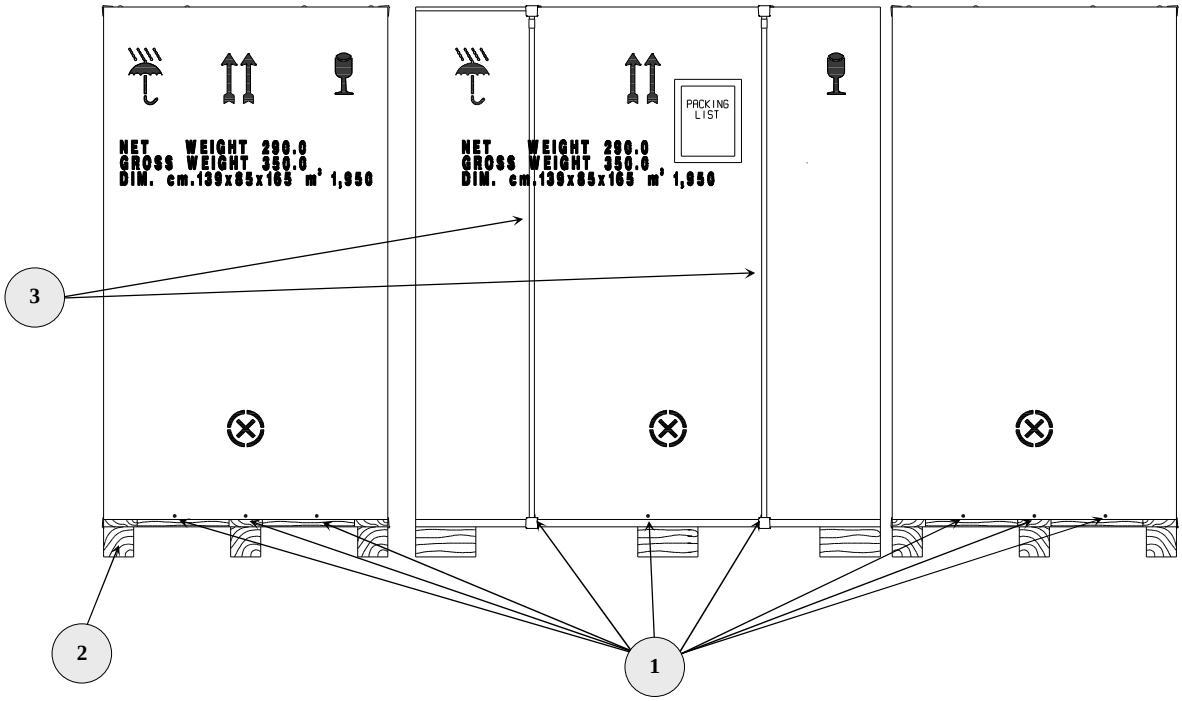

FIGURE 3 - PALLET WITH CARTON
1. Remove the screws (**1**) - SEE **FIGURE 3** - which fix the packing carton to the crate pallet (**2**)